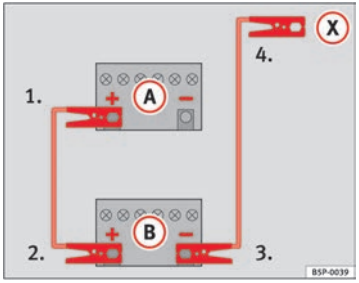

Fig. 230 How to connect the jump leads
⇒ fig. 230 (A) shows the flat battery and (B) the charged battery.
1. Connect one end of the red jump lead to the positive ⇒ fig. 230 (+) terminal of the vehicle with the flat battery ⇒ ⚠.
4. Connect the other end of the black jump lead (X) to a solid metal component which is bolted on to the engine block, or onto the engine block itself of the vehicle with the flat battery. Do not connect it to a point near the battery ⇒ ⚠.